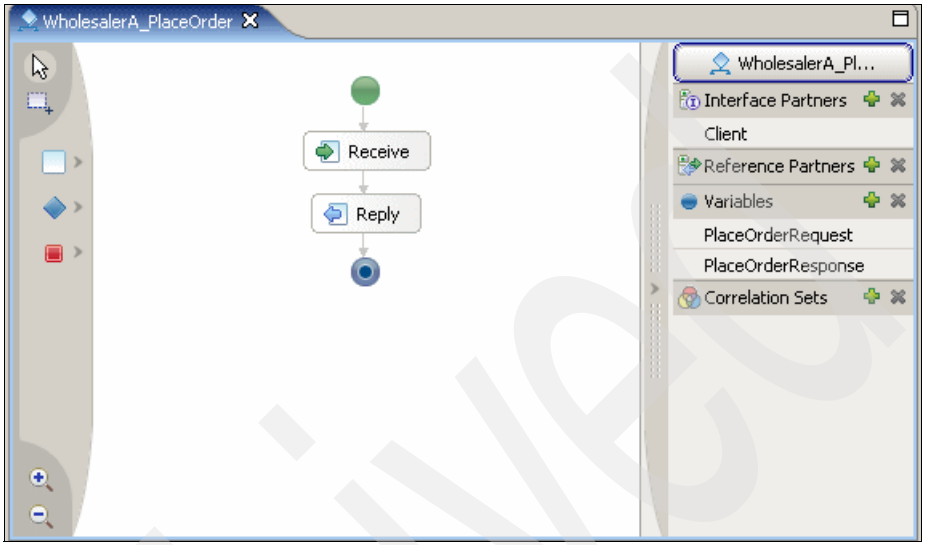

Figure A-33 Business Process Editor
7. The Business Process Editor (Figure A-33) opens. This editor allows you to work with and construct WS-BPEL processes. Click the **Receive** activity, click the **Properties** tab, and then click the **Details** tab.